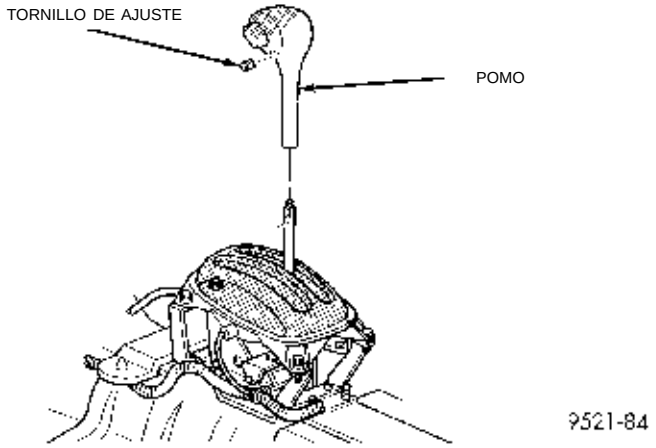

Fig. 8 Empuñadura del cambio de marchas
(7) Apriete hacia adentro las tres orejetas metálicas y retire el cable de la ménsula.
(8) Retire la consola de suelo. Consulte el Grupo 23, Carrocería.
(9) Retire el tornillo de ajuste del pomo del cambio de marchas y el pomo (Fig. 8).